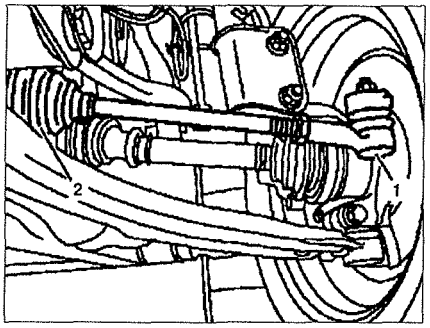

Рис. 1.36. Проверка резиновых чехлов шаровых опор и защитных чехлов полуосей.
7. Проверьте резиновые чехлы шаровых опор **1** (см.рис.1.36). Проверьте чехлы на отсутствие повреждений, правильность установки контактных поверхностей. Замените шаровые опоры с поврежденными чехлами.